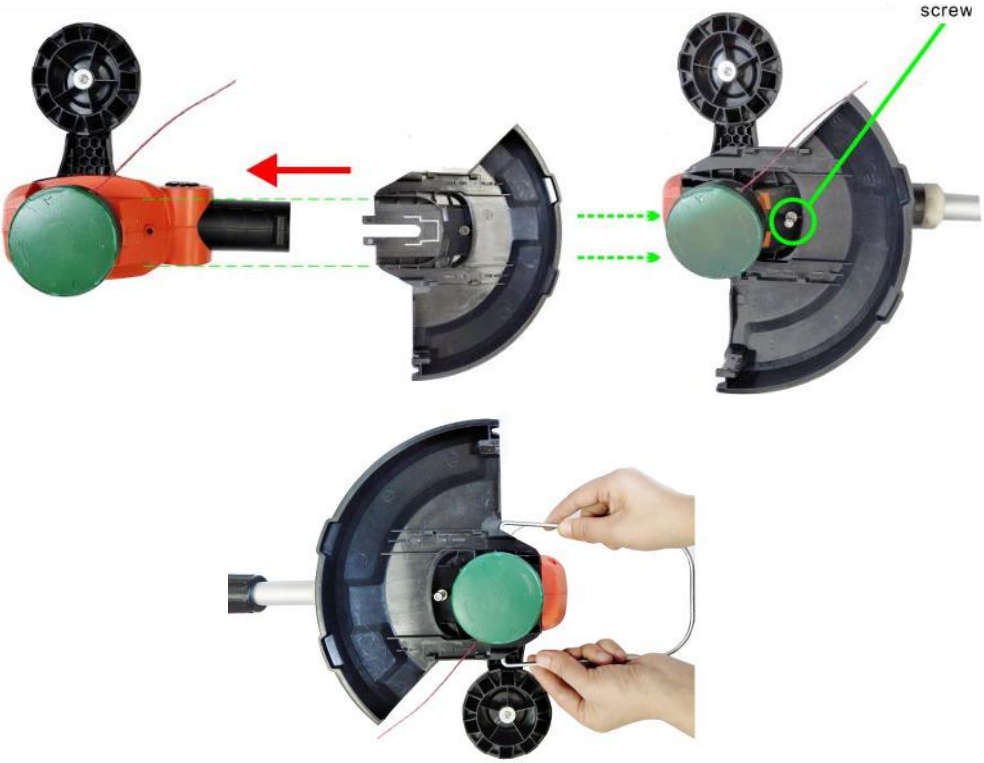

FIG.1
9.1 De beschermkap monteren (Fig. 1) 9